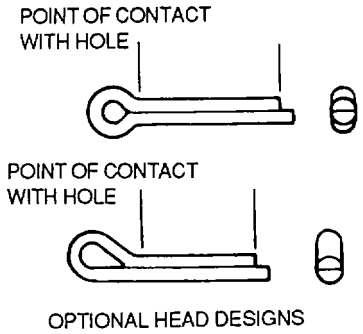

Figure 2-52. Cotter Pins
g. Cotter Pins. Cotter pins are used to secure bolts, nuts, pins, screws, and in any other applications where such locking is required. Figure 2-52 illustrates cotter pin designs.